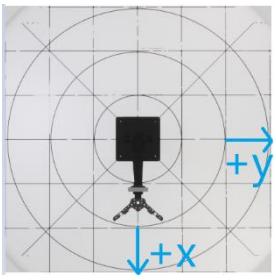

Figure 3: Orientation of the QArm Workspace
5. View the manipulator from the top in a way that the manipulator's end-effector points south in the home position, as shown in figure 3. The **up** and **down** arrow keys should drive the end-effector correspondingly in the North and South directions, which in turn correspond to a positive or negative x-direction. Add a gain block to the two channels labelled up and down. Set the value of these gains to $+1$ or -1 depending on the correct directions.